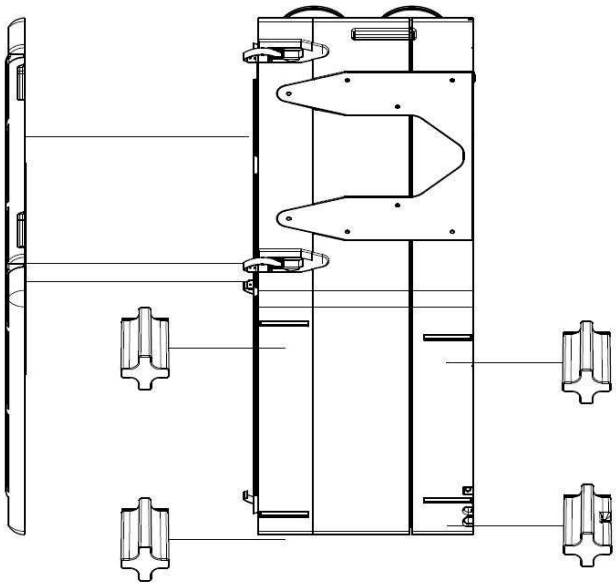

Rys. 7 - Wsuwanie nóżek montażowych w wyżłobienie
- Do prawidłowego zamontowania nóżek, wsuń je w trapezoidalne wyżłobienia w obudowie. Przednie wyżłobienia dostępne są po zdjęciu przedniej pokrywy. Standardowo dostarczane są 4 nóżki montażowe. (zob. Rys. 6 oraz Rys. 7).